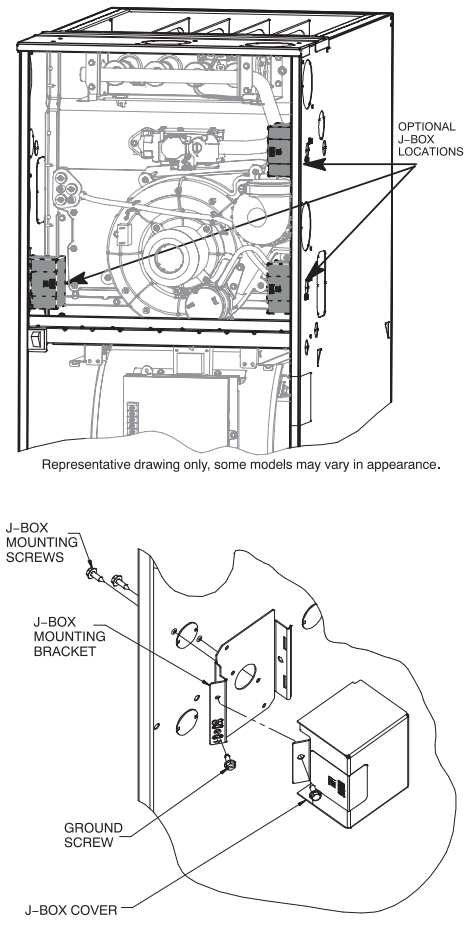

Fig. 37 - Installing J-Box (When Used)
The J-Box cover, mounting bracket and screws are shipped in the loose parts bag included with the furnace. See Fig. 37 for J-Box mounting locations.
5. Connect field ground wire and factory ground wire to green ground screw on J-Box mounting bracket as shown in **Fig. 37.**
4. Connect field ground wire and factory ground wire to green ground screw on J-Box mounting bracket as shown in **Fig. 37**.